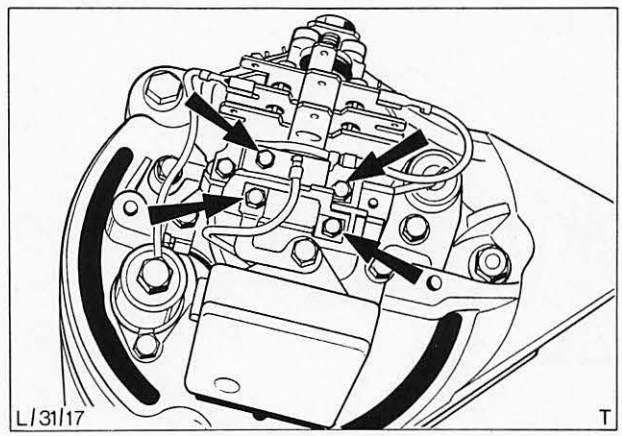

Abb. 67 Halteschrauben – Kohlebürsten
5. Halteschrauben der Kohlebürsten entfernen und Bürsten aus dem Bürstenhalter herausnehmen. Abb. 67.